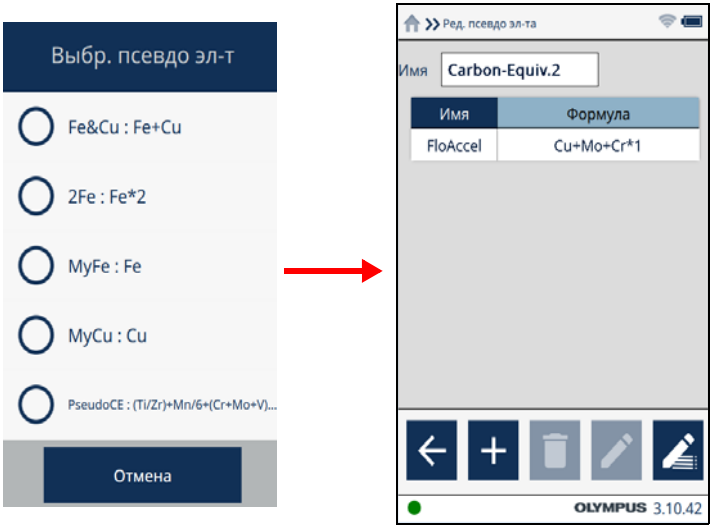

Рис. 2-50 Выбранный псевдоэлемент (слева), добавленный псевдоэлемент (справа)
3. Нажмите кнопку **Добавить** ( ), чтобы открыть диалоговое окно **Выбр. псевдо эл-т** (см. Рис. 2-50 на стр. 59 [слева]).
Новый псевдоэлемент теперь в списке элементов модели (см. Рис. 2-50 на стр. 59 [справа]).